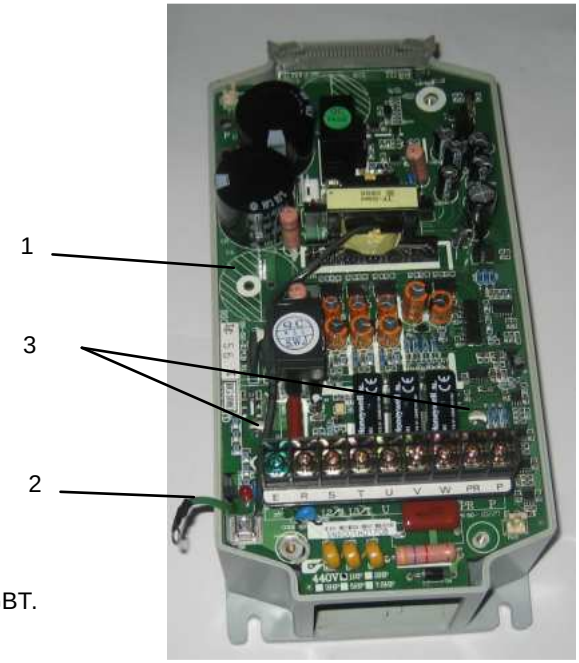

Рис. 7.5
7.3.2. Взять плату драйверов и установить ее в основание корпуса, совместив отверстия платы с выводами матрицы IGBT. Провод заземления 2 продеть в боковое отверстие платы драйверов (рис. 7.5).
7.3.3. Затянуть два винта 3 крепления матрицы IGBT к радиатору (рис. 7.5).